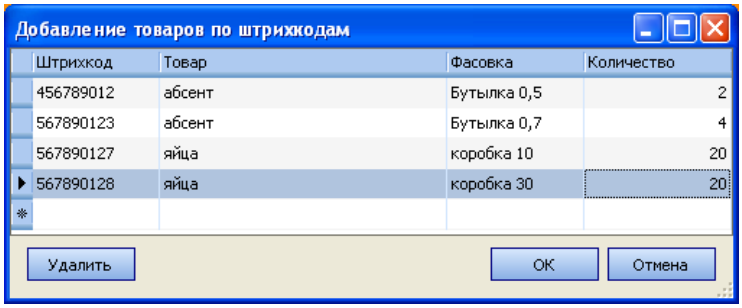

Рисунок 54 Форма добавления товаров по штрихкодам
1. Нажмите кнопки **Действия** → **Сканировать штрихкоды**. Откроется окно добавления товаров по штрихкодам (см. Рисунок 54).